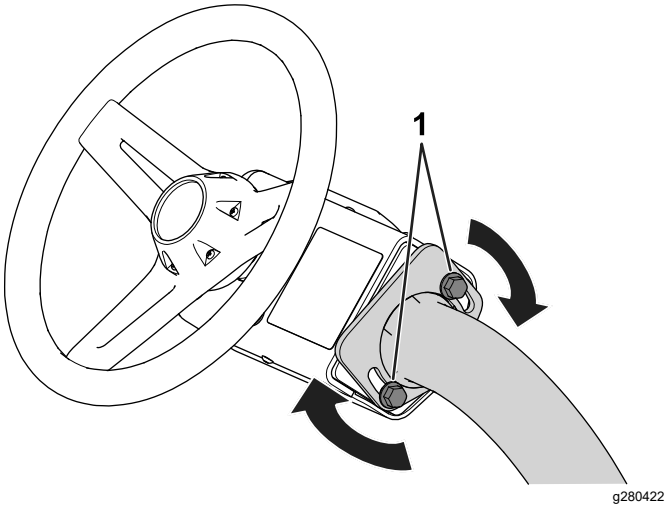

Figur 29
1. Løsn boltene (Figur 29), der fastgør rattet til styrearmen.
3. Tilspænd boltene (Figur 29) for at fastgøre rattet i den justerede position.